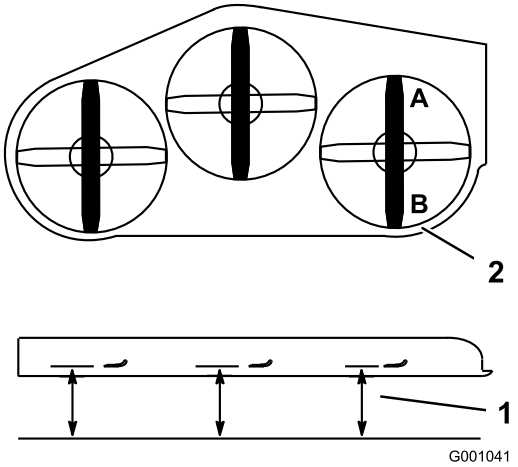

Figur 85
1. Ställ in den högra knivens främre-bakre lutning (Figur 85).
2. Mät den högra kniven vid punkt **A**, från en plan yta till knivens egg (Figur 85).
4. Mät den högra kniven vid punkt **B**, från en plan yta till knivens egg (Figur 85).
6. Gräsklipparkniven ska vara ca 6 till 10 mm lägre vid punkt **A** än punkt **B** (Figur 85). Fortsätt till nästa steg om detta inte är korrekt.